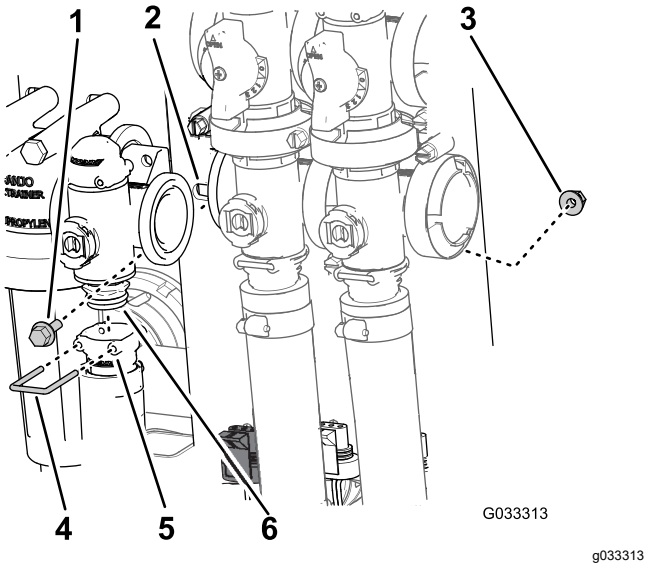

**Figura 69**
2. Remova o retentor que prende o encaixe de saída ao coletor da válvula de controle de taxa (Figura 69).
3. Remova os 2 parafusos de cabeça flangeada e as 2 contraporcas flangeadas que prendem a válvula de controle de taxa ao suporte da válvula e remova o coletor da válvula da máquina (Figura 69).